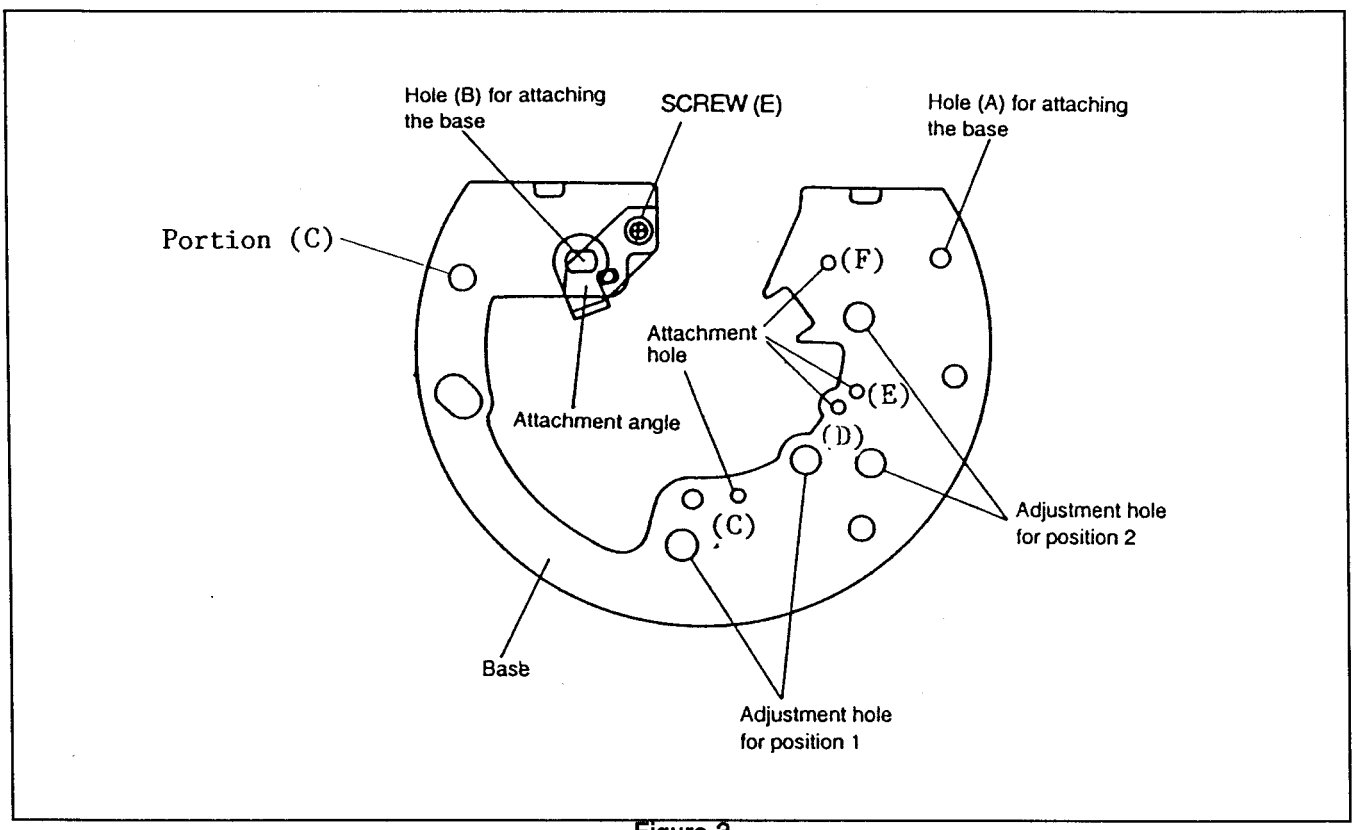

Figure 3
1) Combine the attachment angle with the base and fix with screw (E)(refer to Figure 3).
2) Install the Axis Verticality (1) U to position 1 by using attachment hole (C) and (D)(refer to Figure 3).
3) Loosen the screw (R) and insert the fine adjustment screwdriver to the adjustment hole.
5) After the adjustment, tighten the screw (R)(2.5kgf·cm).
2) Install the Axis Verticality (1) U to position 2 by using attachment hole (E) and (F)(refer to Figure 3).
3) Loosen the screw (L) and insert the fine adjustment screwdriver to the adjustment hole.
5) After the adjustment, tighten the screw (L)(2.5kgf·cm).
3) Loosen the screw (L) and insert the fine adjustment screwdriver to adjustment hole.